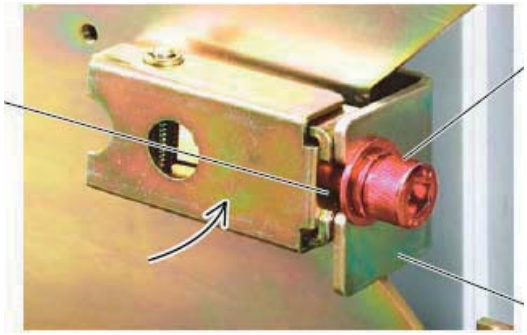

Рис. 31. Закрепление фиксирующего болта
2) Ослабьте фиксирующий болт автоматического выключателя, показанный на рис. 31, подвиньте плоскую и гроверную шайбу ближе к головке болта и подтолкните болт в U-образный вырез в зажиме.